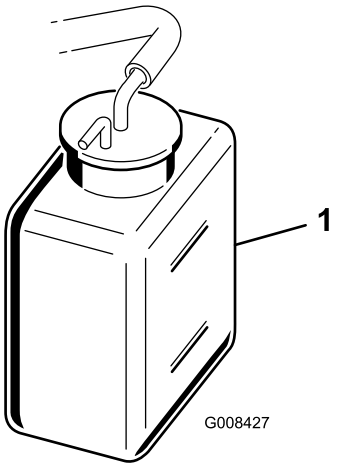

Figur 30
2. Kontroller kølervæskestanden (Figur 30). Kølevæsken skal være mellem linjerne på reservetanken, når motoren er kold.